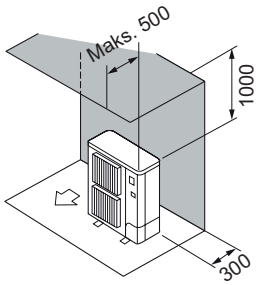

Rys. 2-3
② Przeszkody znajdują tylko z tyłu i powyżej urządzenia (Rys. 2-3)